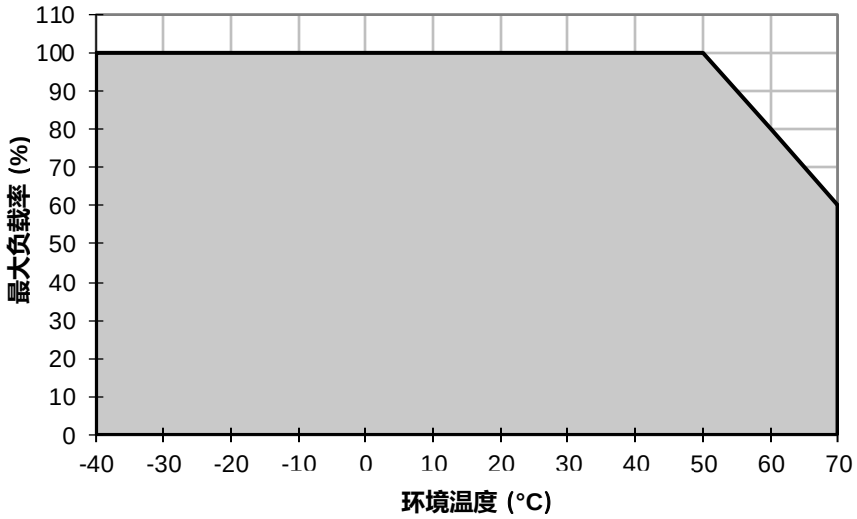

图. 1　水平安装功率降额
1. 如电源供应器持续在额定功率曲线外区间使用，可导致零部件降级或损坏，参见图 1 图 2。